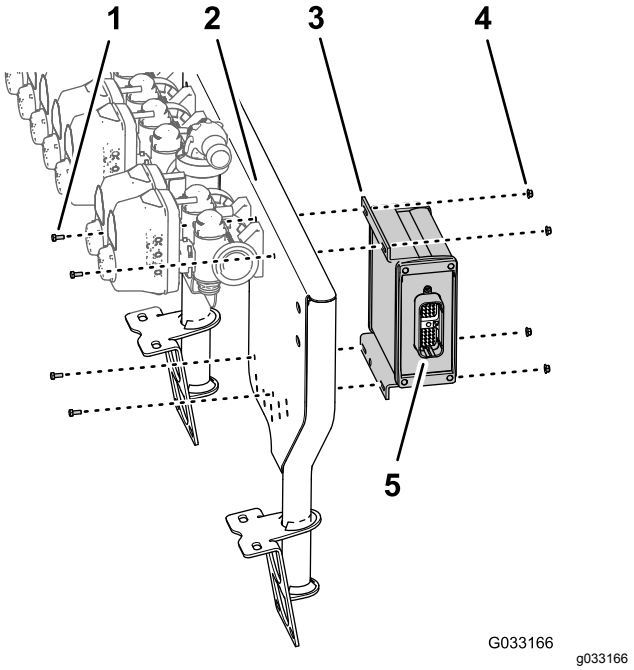

Figur 86
1. Rikta in sprutreglaget mot framsidan av ventilfästet med kontakten med 40 stift utåt (Figur 86).
2. Montera sprutreglaget på ventilfästet (Figur 86) med de fyra skruvarna (4 x 10 mm) och fyra flänslåsmuttrarna (4 mm).